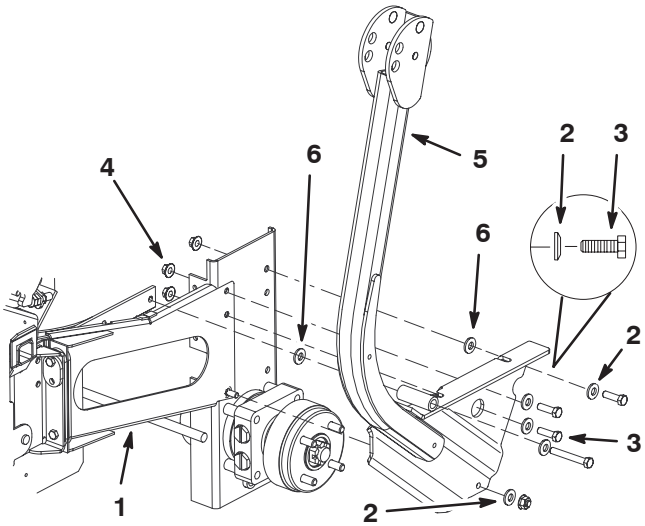

Figure 8
1. Install the bagger side plates and the roll bar sections (Fig. 8) to each side of the mower using the following fasteners:
Note: Make sure the curved washers and spacers are installed as shown in figure 8.
4. Tighten the side brackets to the side of the mower (Fig. 8).